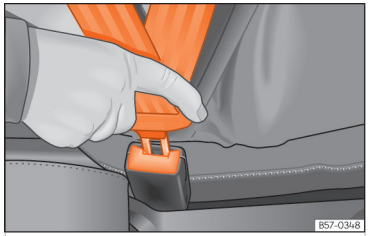

**Fig. 21** Insert the latch plate of the seat belt into the buckle.
- Insert the buckle plate in the buckle of the correct seat ››› Fig. 21.